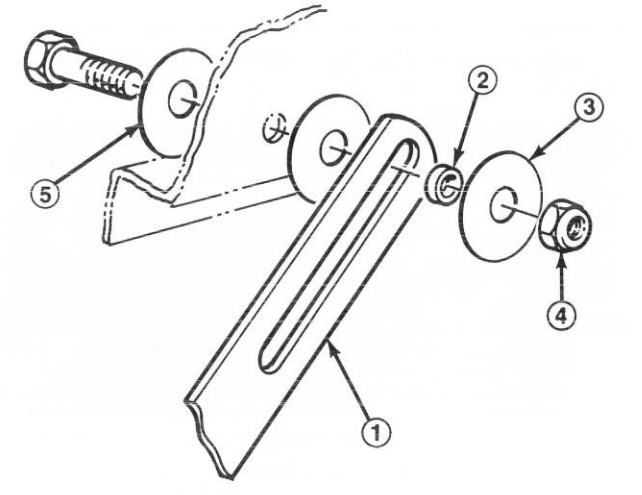

Figure 20
8. Mount hood stop, spacer, and (2) washers to each side of hood with a 5/16-18x7/8" lg. capscrew and locknut as shown in Fig. 20.